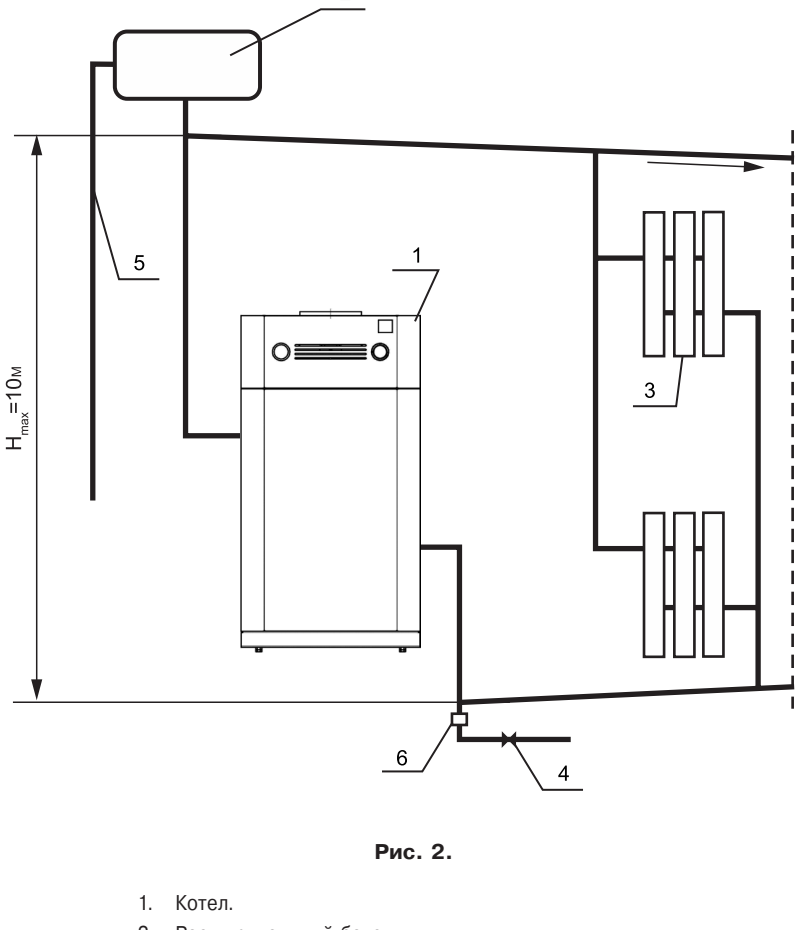

Рис. 2.
6.7. В открытой системе расширительный бачок устанавливается в верхней точке главного стояка, желательно в отапливаемом помещении. Запрещается устанавливать вентиль на сигнальной трубе (см. рис. 2, 3).